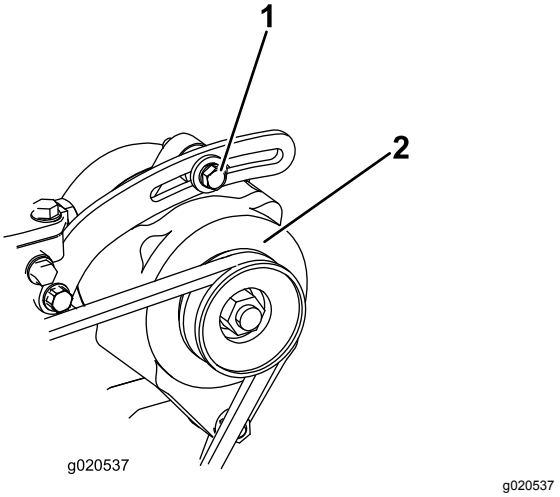

Figur 81
1. Løsne generatormonteringsboltene (Figur 81).